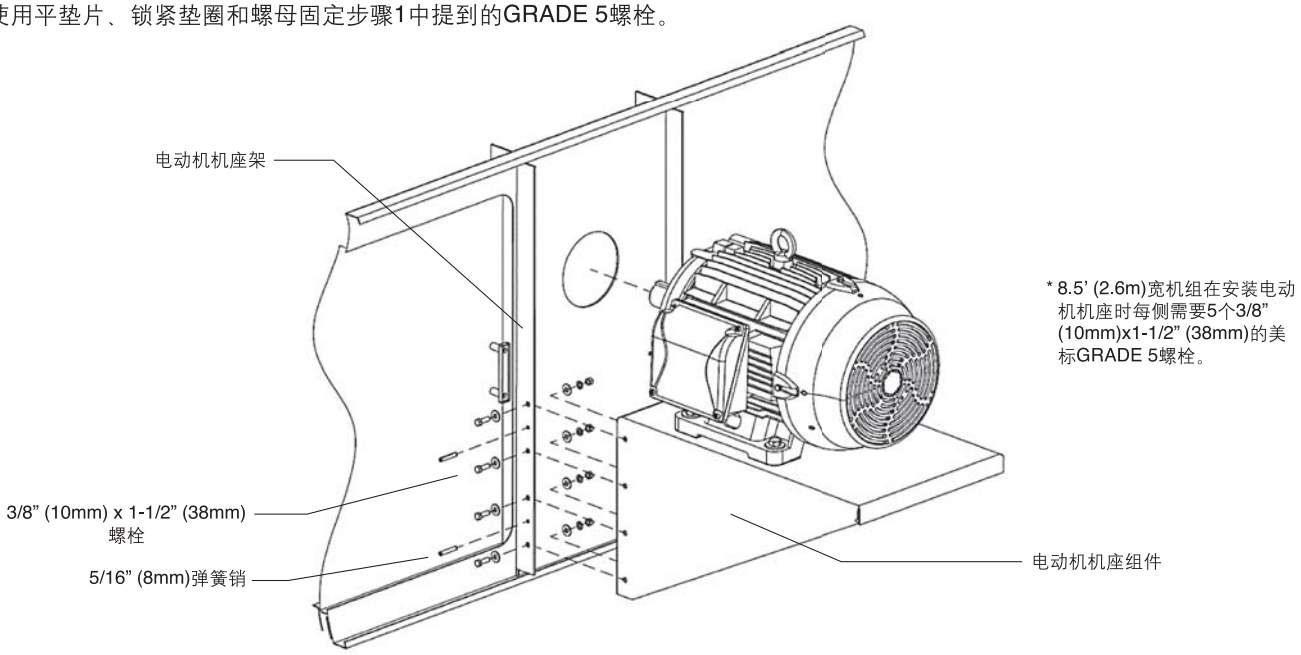

图21 - 应用于齿轮传动的外置式电动机的安装
2. 除了GRADE 5螺栓外，请在电动机机座组件的两侧各安装2个5/16” (8mm)的弹簧销，如**图21**所示。